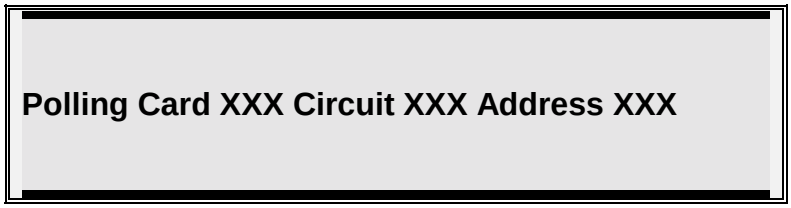

Figure 12D
3. Select the circuit to initialize (1-4). SmartStart™ feature configures new data base making any changes that have been detected. See Figure 12D.